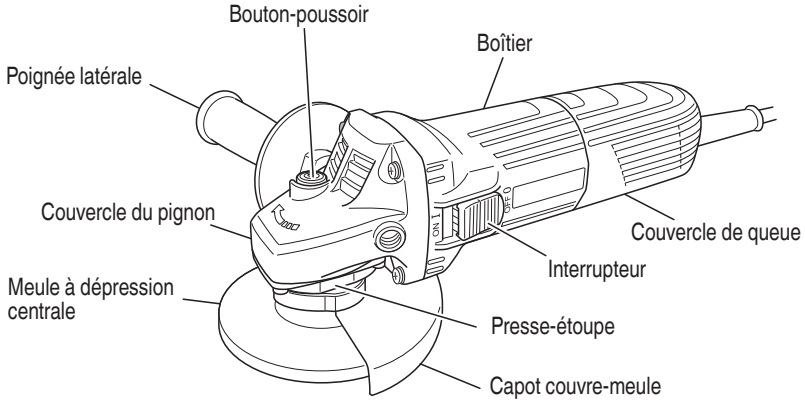

Fig. 1
1. Maintenir la meuleuse à disque fermement par son boîtier et sa poignée secondaire (Fig. 1).